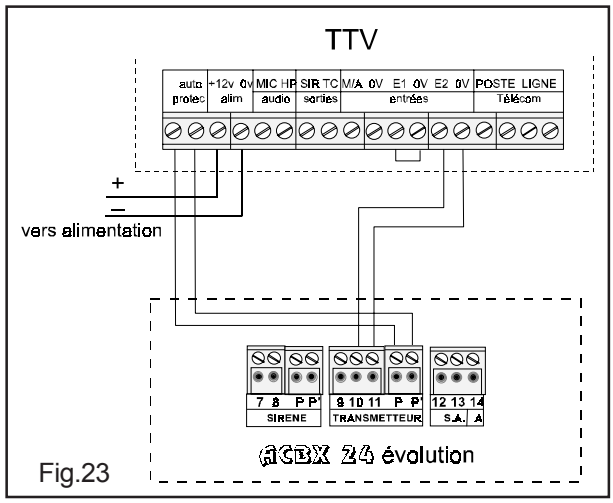

Fig.23
- Exemple de raccordement d'un transmetteur téléphonique TTV2 (code 10330) fig.23. Entrée E2 configurée positive.